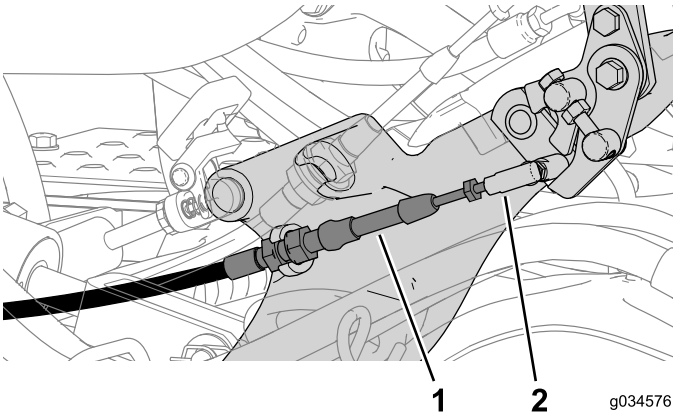

図 6
4. 走行ロッドアセンブリのボールジョイントからニュートラルロックケーブルを外す図 6。